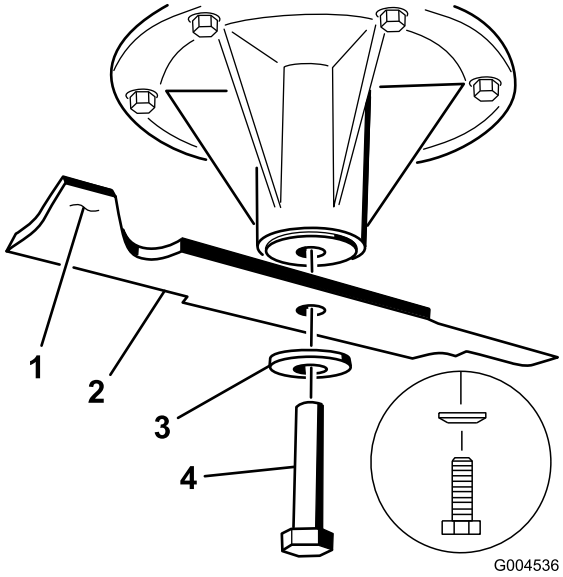

Figur 92
2. Fjern skæreknivsbolten, den buede skive og skærekniven fra spindelakslen (Figur 92).